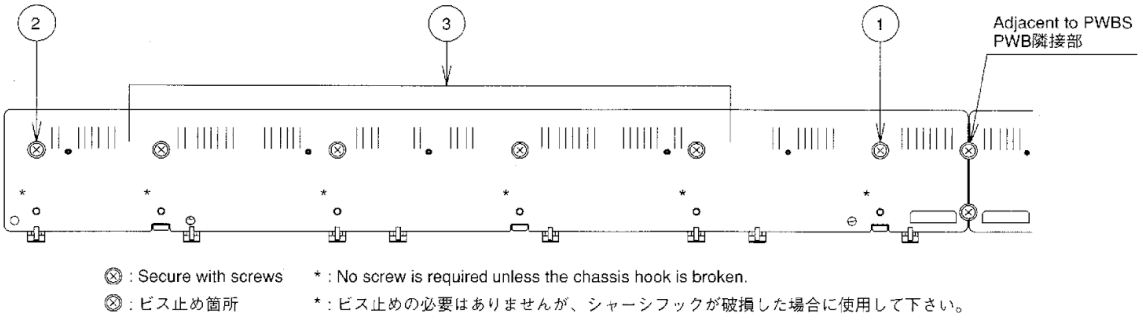

fig. 5
3) Secure the LOW and HI PCBs in place with the screws while holding the PCBs at the center. Starting with the center screw, install in the order of ① and then ② and ③ as shown in fig. 5. Screw in at the locations illustrated in the figure.
3) ビスは、PWB LOW、HIともに鍵盤中央部①より②、③の順に取り付けて下さい（fig. 5参照）。基板がはんだ付けなどによってそりを生じていることがあるため、中央部を軽く押さえながらビス止めするとよいでしょう。最後にPWB隣接部をビス止めします。